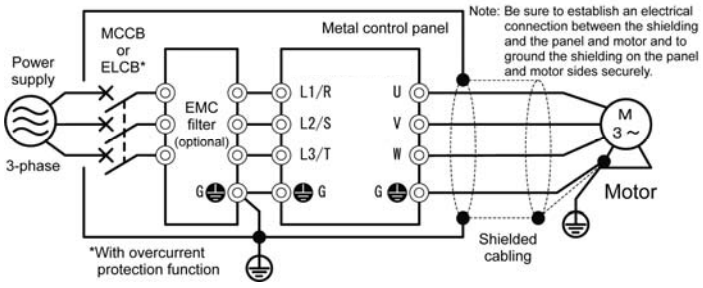

Figure 9.3 Installation inside a Panel
5) When using an externally connected EMC filter (optional), place the inverter and filter on a grounded metal plate such as the surface of a panel, as shown in Figure 9.3. If noise emissions exceed the standard, place the inverter and any peripheral equipment inside a metal panel. For more information about how to use the inverter in combination with a filter, see Table 9.4.
Note that connection to the industrial low-voltage power lines is an exception. (See Figure 9.3.)